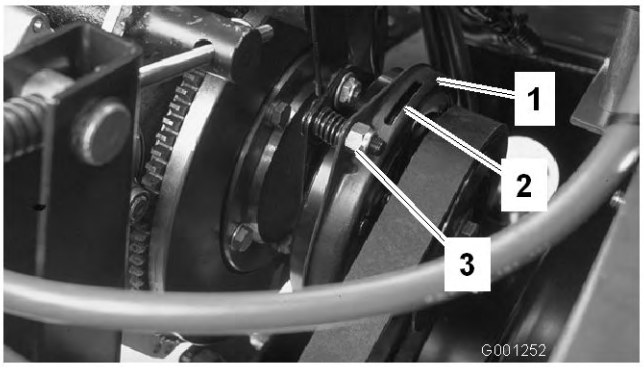

Figur 66
3. Juster mellemrummet, så en søgelære på 0,381 mm kan glide ind mellem koblingsbelægningen og friktionspladen med et let tryk (Figur 66). Mellemrummet kan reduceres ved at dreje justeringsmøtrikken med uret (Figur 66). Det maksimale mellemrum er 0,762 mm. Juster alle tre mellemrum.